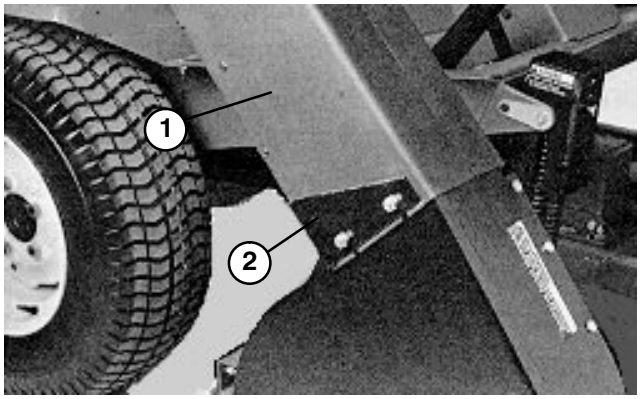

Figure 27
4. Slide chute over blower opening and onto mounting studs (Fig. 27).
5. Lower hopper hood and align chute with hood snout. Secure chute in position with (4) 5/16 locknuts and chute brackets. Wide end of brackets to be positioned to rear.